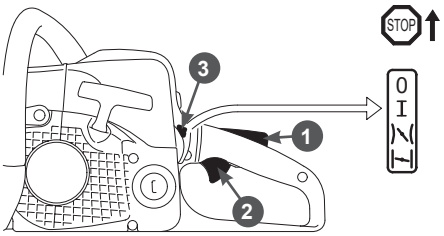

Рис. 14. Изменение положения комбинированного рычага после запуска
9. Нажав рычаг блокировки рычага газа 1 (Рис.14), нажать и сразу же отпустить рычаг газа 2 (Рис.14), комбинированный рычаг 3 (Рис.14) переходит в рабочее положение I, а двигатель переключается в режим холостого хода.